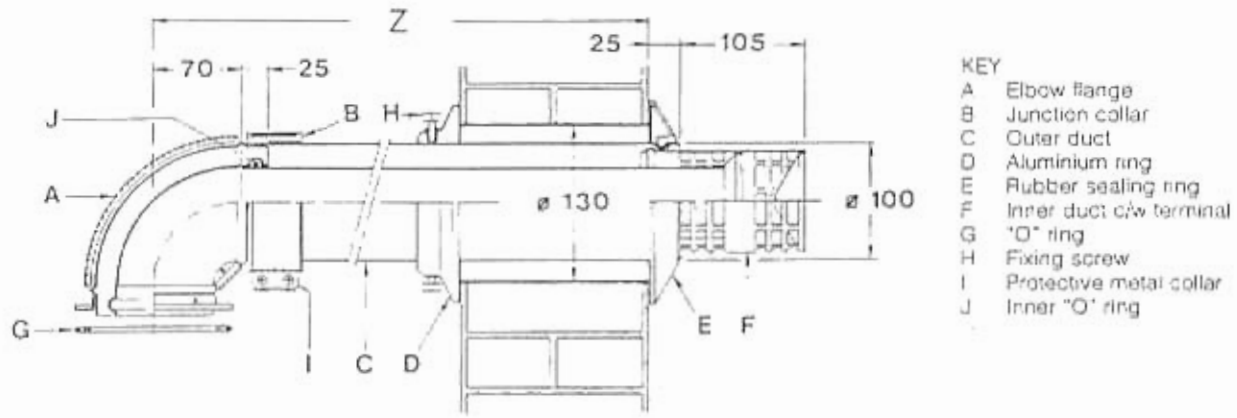

Fig. 13
- Cut the hole in the wall for the flue/air duct. The diameter should not be less than 100 mm (4 in) and must be horizontal. If the hole is not accessible from the outside of the building, it's minimum diameter should be sufficient to allow the insertion of the wall liner (130 mm - 5 ¼ in) diameter) which will be sealed with mortar. Refer to fig. 13. (The wall liner is available as an optional extra.)
Wall thicknesses upto 0.5 m (19 in) only. Hole diameter sufficient to accept wall liner. 130 mm (5 1/4 in) if optional kit is used fig. 13.
- Fit the rubber sealing ring into the swaged groove in the air duct as shown in fig. 13. Ensure that it is the correct way around and spray the outside surface with talcum powder or soap solution to reduce friction.
- Fit the rubber sealing ring into the swaged groove in the air duct as shown in fig. 13. Ensure that it is the correct way around.
- With reference to fig. 13, slide on the aluminium retention ring (D), check that the rubber sealing ring (E) is pulled up to the wall and that the duct assembly is horizontal, then secure the aluminium retention ring to the air duct using the two screws (H) provided. Do not overtighten the screws.
- Push the junction collar (B) over the air duct until the air duct touches the inner part of the collar where the diameter becomes smaller.
- Fit the protective metal collar (I) over the juction collar.
- Place the "O" ring (G) under the flange of the elbow and fit the elbow onto the top of the appliance, taking care to ensure that the silicon seal on the fan outlet correctly engages and forms a seal at its joint with the elbow. This must be checked from inside the sealed chamber.